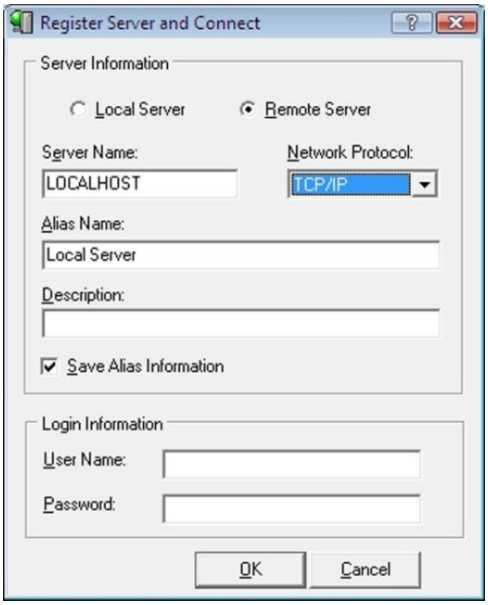

Figure 49 – Register Server and Connect Dialog
1. From the Hierarchical Tree, select your InterBase Server (based on the example in Figure 49 select Local Server).